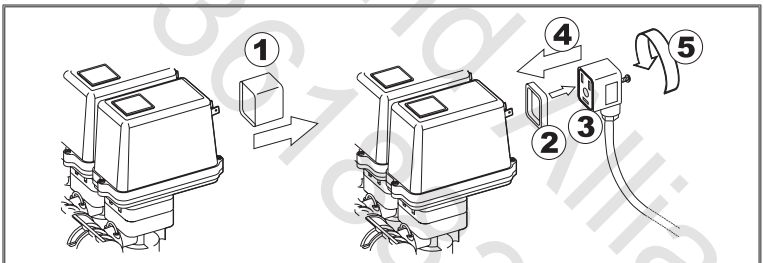

Fig. 10
• All valve connectors must be equipped with gaskets before installation (Fig. 10).
• Remove the protector cap (**1**, Fig. 10) from the electrical valve.